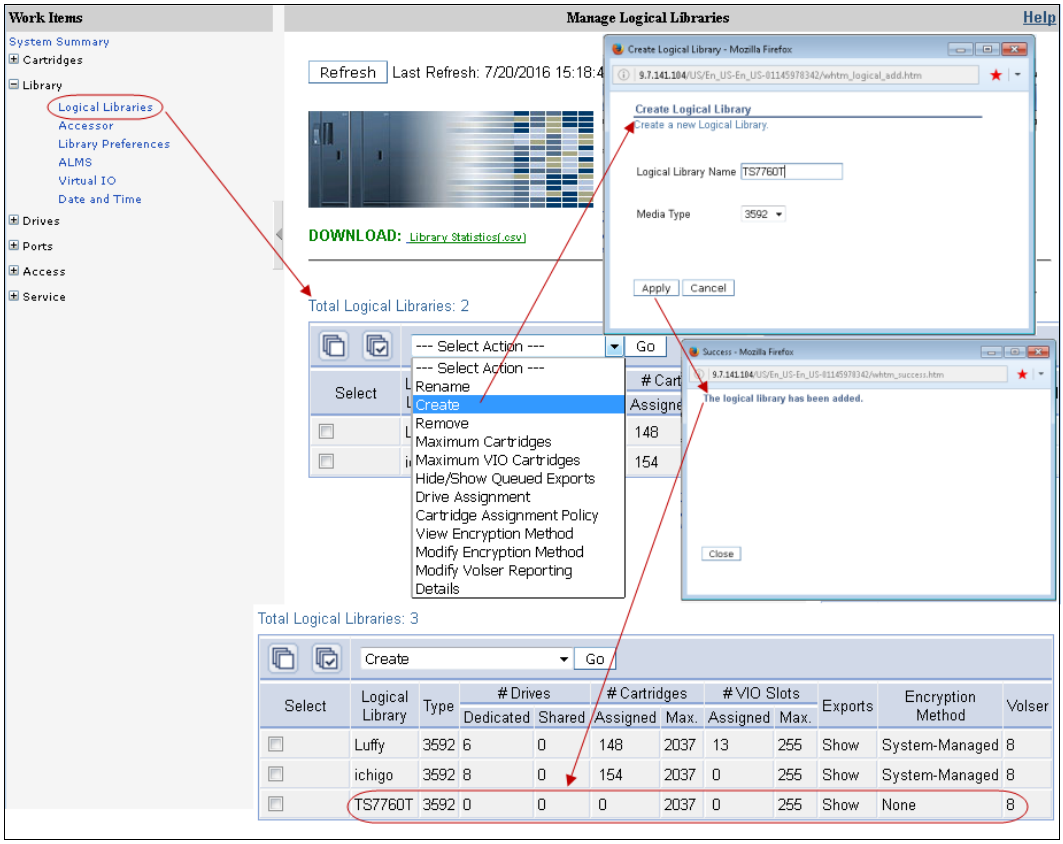

Figure 11-7 Creating a Logical Library with the TS3500 tape library
4. After the logical library is created, you can display its characteristics by selecting **Library** → **Logical Libraries** under work items on the left side of the window. Figure 11-7 shows a summary of the windows in the Create logical library sequence.